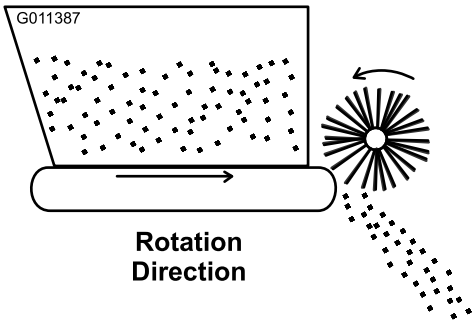

Figur 18
4. Start køretøjets motor, og kontroller transportørens og børstens rotation. Anbring Workmans fjernhydraulikhåndtag i positionen "run" (kør). Rotationen skal se ud som vist i Figur 18. Hvis rotationen er baglæns, skal lynkoblingerne vendes.